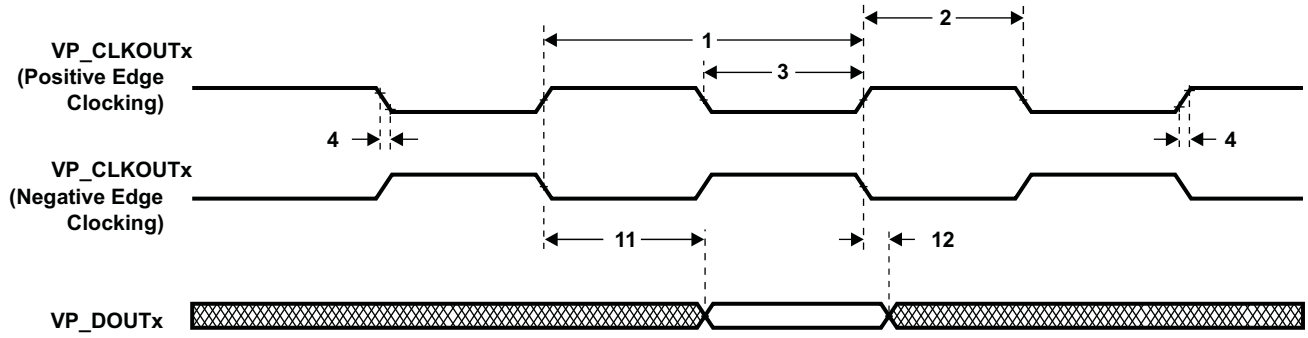

Figure 6-77. VPIF Channels 2/3 Video Display Data Output Timing With Respect to VP_CLKOUT2/3
Table 6-121. Switching Characteristics Over Recommended Operating Conditions for Video Data Shown With Respect to VP_CLKOUT2/3 (1) (see Figure 6-77)